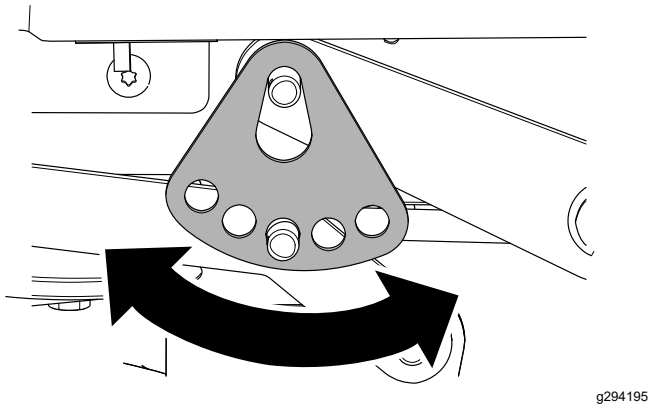

Figure 71
7. Tournez la plaque de hauteur de coupe à un trou différent pour que le poids du plateau de coupe soit soutenu après l'installation de la plaque (Figure 71).
8. Remettez en place la rondelle et la goupille fendue (Figure 71).